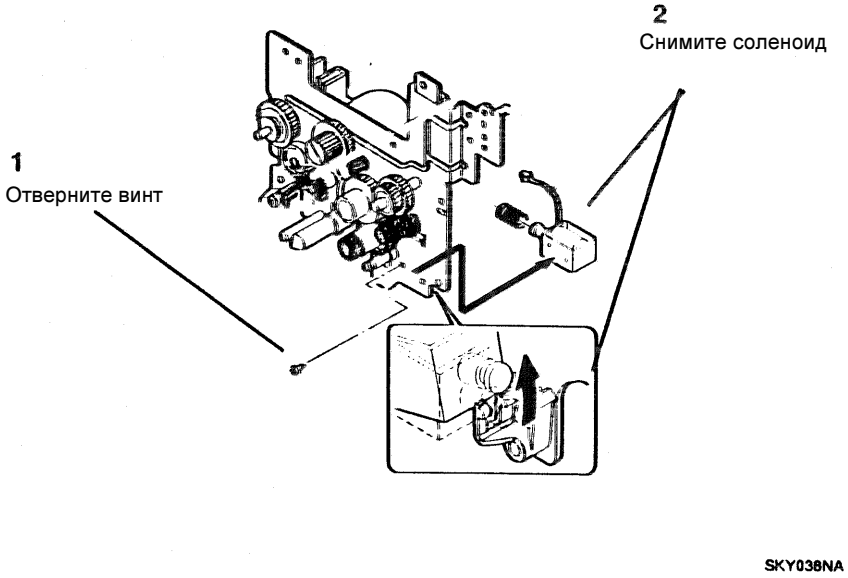

Рисунок 1. Снятие соленоида ролика регистрации
2. (Рисунок 1): Снимите соленоид ролика регистрации.